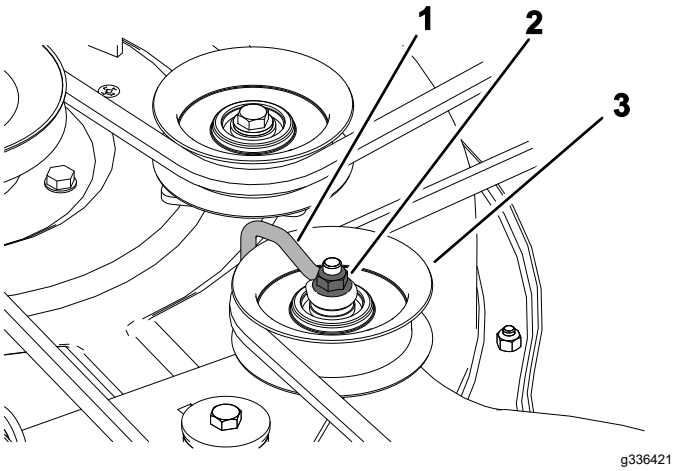

Rysunek 56
6. W przypadku podwozi tnących z trzema ostrzami poluzuj nakrętkę mocującą wygięty drut do jałowego koła pasowego (Rysunek 56).
Informacja: Załóż wygięty drut na ramieniu jałowego koła pasowego w sposób pokazany na Rysunek 56.